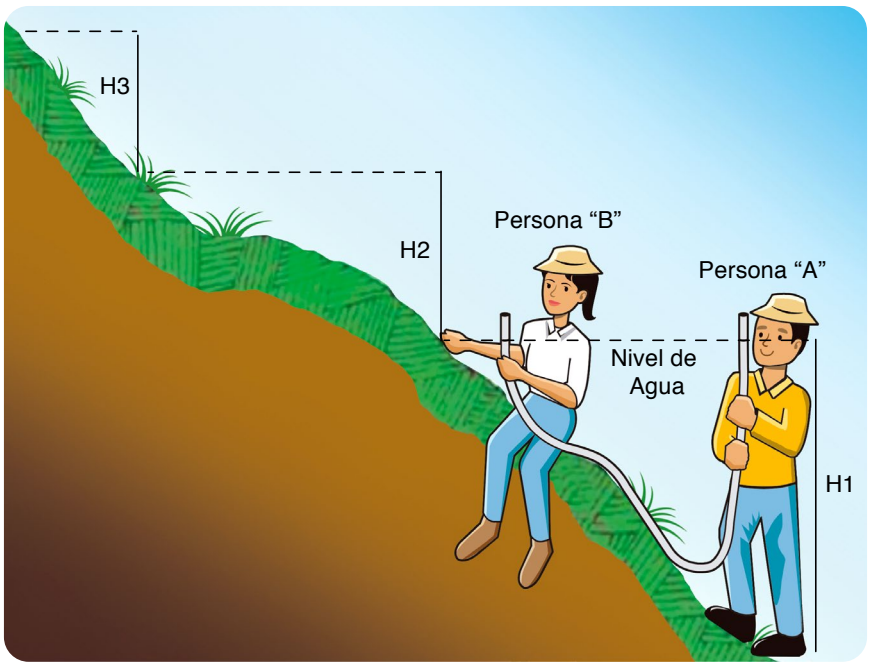

Figura 5. Medición por método del recipiente. (JICA, MEM, 2008, pág. 7)
- Se mide la altura de la Persona 1 desde sus pies hasta la altura de los ojos, como se muestra en la Figura 5, quien será la referencia; por ejemplo, 1.65 metros.
- La Persona 2 empieza se ubica en el punto B a una distancia promedio de 2.5 metros para empezar a medir. La Persona 1 sujetará un extremo de la manguera hasta que su lado del agua quede a nivel de los ojos. La Persona 2 caminará una distancia hasta que el nivel del agua de su extremo se nivele con los ojos de la Persona 1 (ver Figura 5).